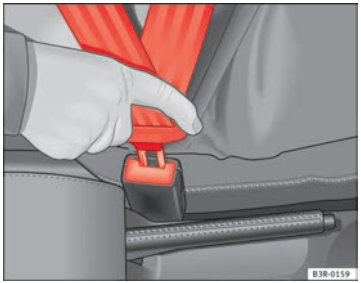

Fig. 11 Belt buckle and latch plate of seat belt
– Insert the latch plate into the buckle for the appropriate seat and push it down until it is securely locked with an audible click ⇒ Fig. 11.